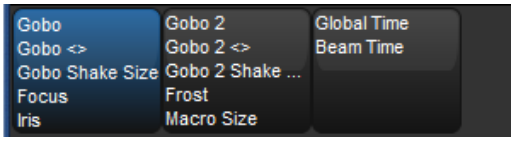

Figure 6.3. The Wheelsets Toolbar for a Studio Spot 575
2. If the selected fixture has more parameters of the selected type than there are wheels, the Wheelsets Toolbar will open; see *Figure 6.3, "The Wheelsets Toolbar for a Studio Spot 575"*. Page through the available parameters by pressing the parameter type key again, or select a button on the toolbar.